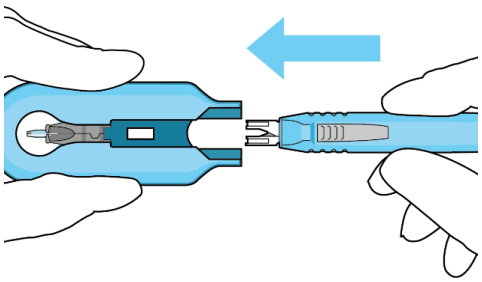

Figure 26
- Slide the insertion tool handle into the guide channel of the carrier, ensuring that both components are facing upwards (Figure 26).